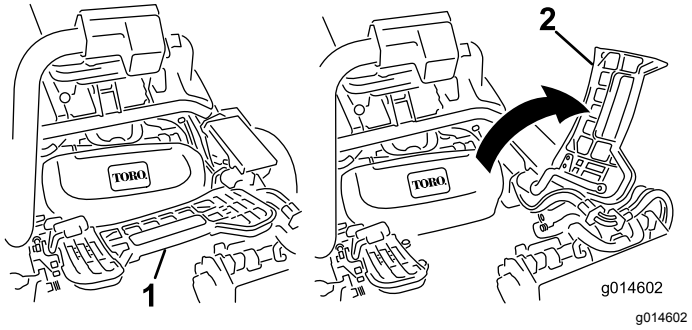

Figuur 41
1. Klap de voetsteun omhoog zodat u bij het middelste maaidek kunt (Figuur 41).